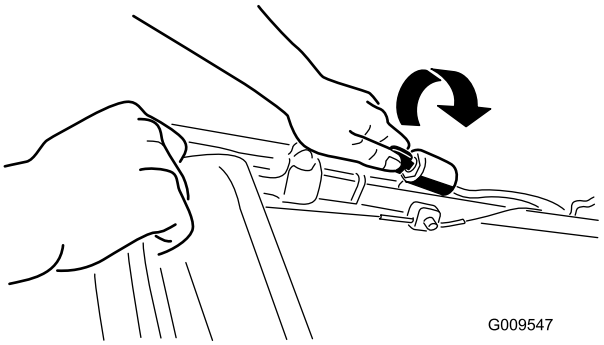
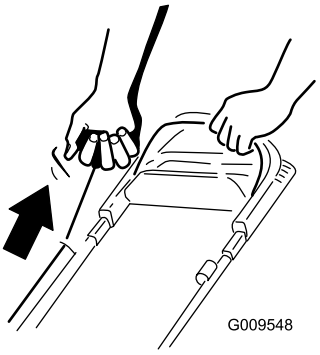

Figur 12
Figur 13
2. Vrid tändningsnyckeln (Figur 12) (endast modeller med elstart) eller dra i startsnöret (Figur 13).
Obs: Dra lätt i starthandtaget tills du känner motstånd och dra sedan kraftigt (Figur 13). Låt snöret sakta gå tillbaka till handtaget.